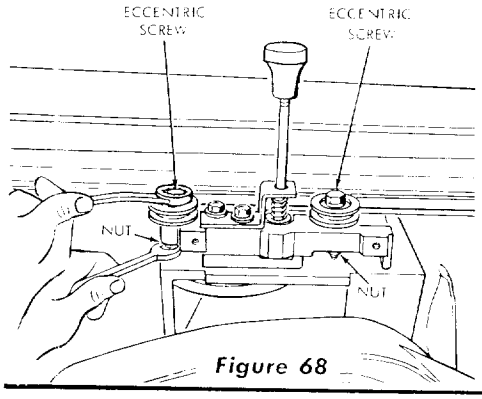
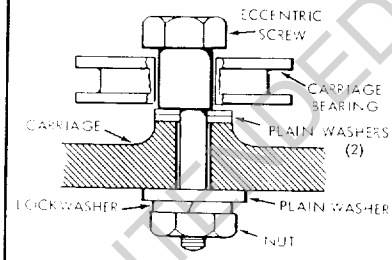

Figure 68
Figure 69
(2) Loosen nuts (figure 68) just enough to permit the eccentric screws to turn. (See figure 69.)
(3) Rotate the eccentric screws (figure 68) a partial turn (left or right) as required to take up looseness.
(4) Hold the heads of eccentric screws (figure 68) in the position established in the preceding step and tighten nuts on underside of carriage. Correct adjustment exists when there is no play between the carriage and radial arm, and yet the carriage moves freely.